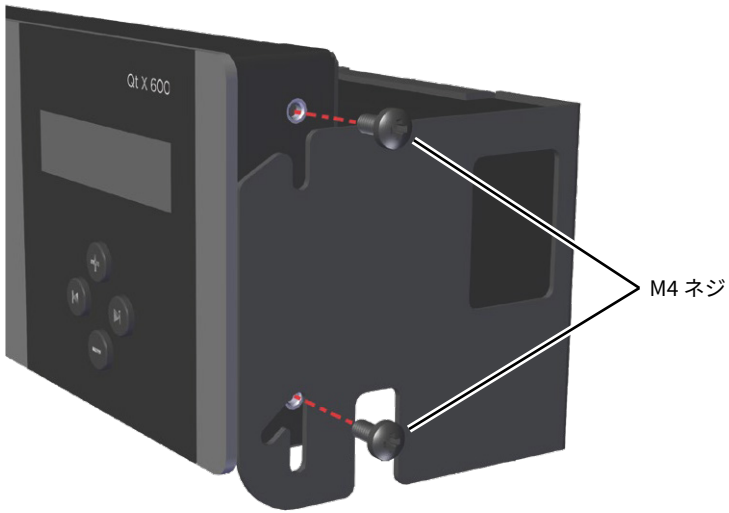

図 1 コントローラーからウォールマウントブラケットを取り外す
1. ウォールブラケットが取り付けられている場合、ウォールブラケットをコントローラーから取り外します（図 1）。M4 ネジは保管しておいてください。